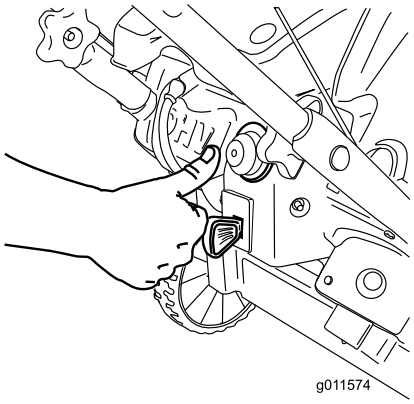

Rysunek 17
3. Mocno naciśnij pompkę kciukiem 2 razy, za każdym razem przytrzymując pompkę wciśniętą przez sekundę (Rysunek 17).